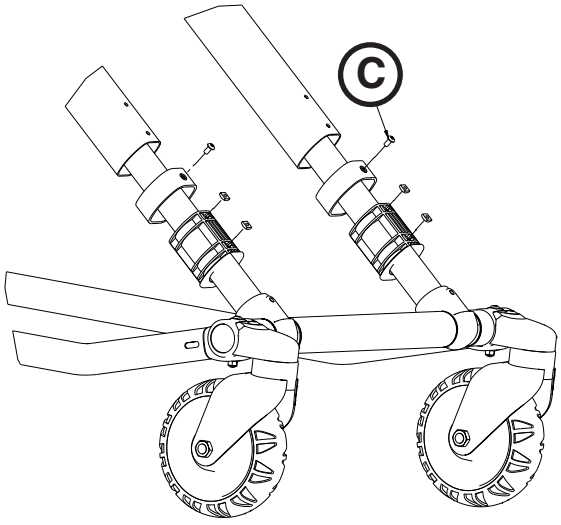

Figure 80
3. Using a T25 Torx driver, remove the two button head cap screws (C) that secure the tube bearing (Figure 80).
2. Using a T25 Torx driver, remove the two button head cap screws that secure the tube bearing (see Figure 80 on page 1-72).